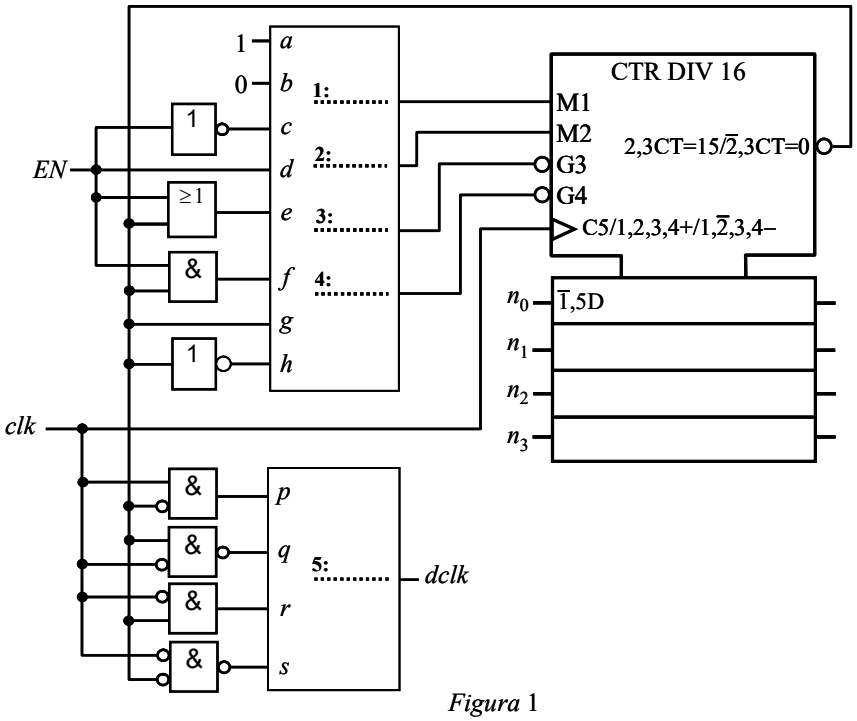

Figura 1
2)$^{3.5}$ ***i***) El circuito de la figura 1 está diseñado para funcionar como un *controlador de señales de reloj* (señales de sincronización). A partir de una señal de reloj *clk*, de una señal de habilitación *EN* y de cuatro entradas (n_3, n_2, n_1, n_0) que representan un número *N* binario de 4 bits, sin signo, el circuito de la figura 1 proporciona una señal *dclk* que es similar a la señal *clk*. En concreto, la diferencia entre ambas señales reside en que la señal *dclk* omite un flanco de subida cada *N* flancos de subida de la señal *clk*. A continuación se muestra un ejemplo de la relación entre las señales *clk* y *dclk* para $N_2 = 0010_2 \equiv 2_{10}$.
Determina las letras que hay que poner en las líneas de puntos indicadas en la figura 1 para que dicho circuito funcione tal como se ha descrito en los párrafos anteriores. Explica el funcionamiento del circuito.
Nota 1: en cada línea de puntos de la figura 1 puede haber o no varias respuestas correctas. Cada respuesta (letra) incorrecta que se indique descuenta los mismos puntos que suma una respuesta (letra) correcta.
Nota 2: en cada línea de puntos del rectángulo superior de la figura 1 se pueden poner una o varias de las siguientes letras: *a*, *b*, *c*, *d*, *e*, *f*, *g*, *h*. Mientras que en la línea de puntos del rectángulo inferior de la figura 1 se pueden poner una o varias de las siguientes letras *p*, *q*, *r*, *s*. En este ejercicio sólo hay que determinar la letra (o letras) hay que poner en cada línea de puntos.